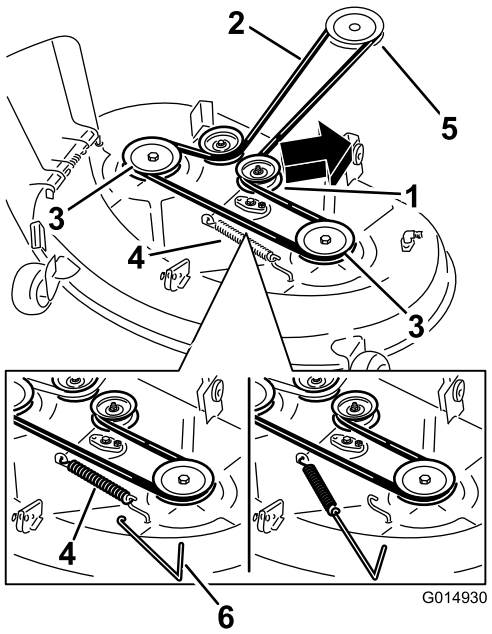
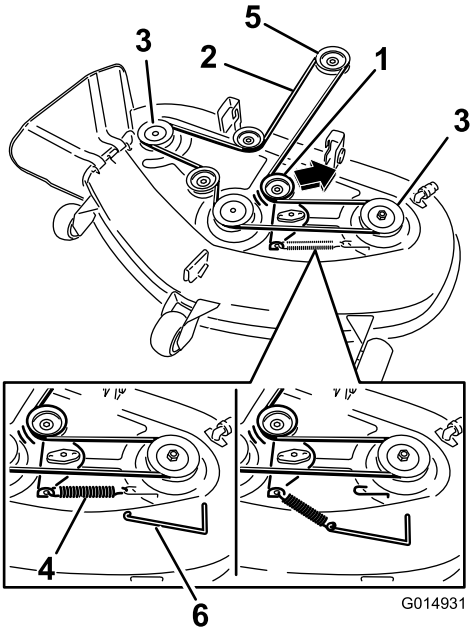

Figur 67
Figur 68
4. Brug et fjederværktøj (Toro, delnr. 92-5771), fjern styrefjederen fra skjoldets krog for at fjerne spændingen fra styreremskiven, og rul remmen af remskiverne (Figur 67 og Figur 68).
5. Før den nye rem rundt om motorremskiven og plæneklipperremskiverne (Figur 68).
6. Brug et fjederværktøj (Toro, delnr. 92-5771) til at montere styrefjederen over skjoldets krog for at tilspænde styreremskiven og plæneklipperremmen ((Figur 67 og Figur 68)).